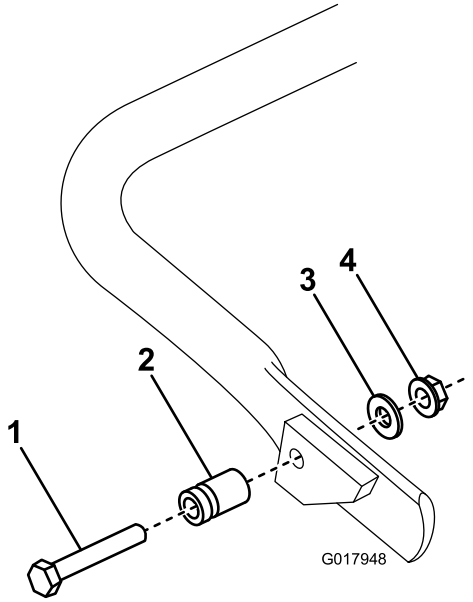

**Figuur 5**
1. **Alleen op de GR1600**: maak de veersteun vast aan de rechterkant van de kick-standaard (Figuur 5). Gebruik hiervoor de bijgeleverde bout, ring en flenskopmoer.